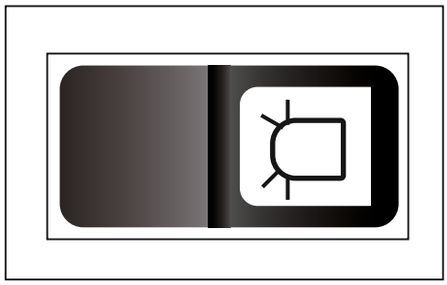

Fig. 3-3 (h)
3.3.4 Interruptor do pisca-alerta, ver fig. 3-3 (i)